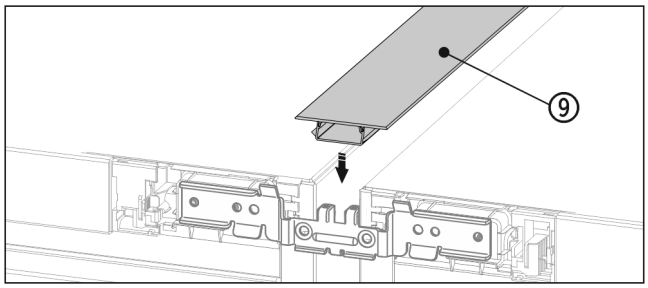

Fig. 21
▶ În partea superioară presați profilul de mascare *Fig. 21 (9)* scurt în fanta orizontală.